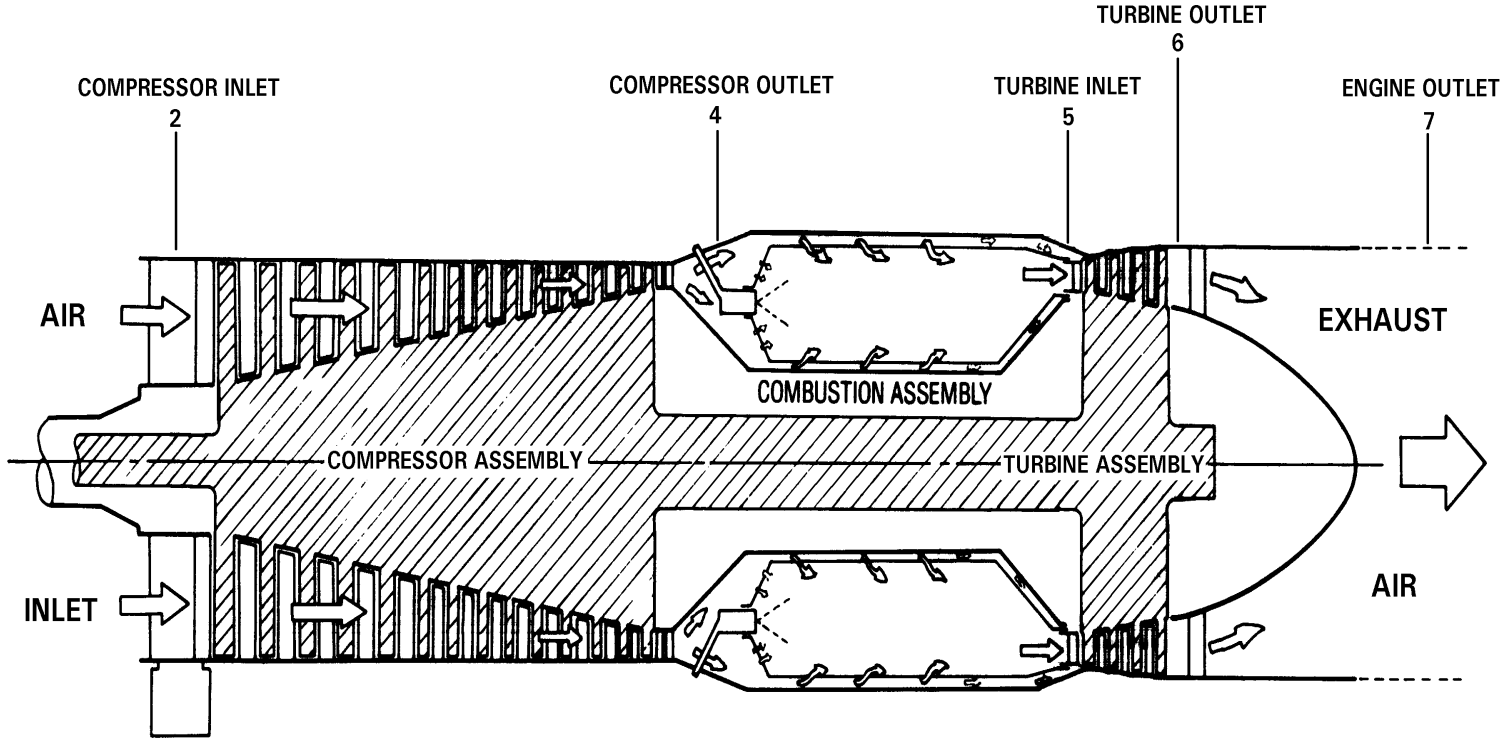

Figure 2. Power Section Airflow Schematic
12. The resultant gases exit through the aft ends of the combustion chambers and pass through the turbine where the energy of the gas is extracted and converted into usable kinetic energy to drive the compressor, reduction gear, and propeller. (See figure 2.)